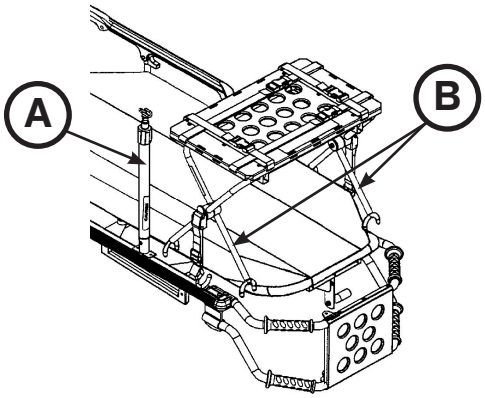

Figura 56
3. Se la barella è dotata di un’asta I.V., sollevare l’asta I.V. (A) fino alla posizione più alta come mostrato nella Figura 56.
4. Posizionare la piattaforma del defibrillatore sul telaio della barella come mostrato nella Figura 56. Posizionare le gambe interne (B) della piattaforma del defibrillatore verso il lato testa della barella per farle adattare correttamente alla piattaforma del defibrillatore sul telaio della barella.